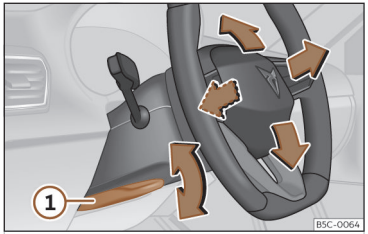

Fig. 86 Palanca en la parte inferior del lateral izquierdo de la columna de dirección.
- Tire de la palanca ››› **fig. 86 ①** hacia abajo, mueva el volante hasta la posición deseada y vuelva a subir la palanca hasta el punto de cierre.
- **Tras ajustar la columna de la dirección, empuje firmemente la palanca ››› fig. 86 ① hacia arriba para que el volante no cambie de posición accidentalmente durante la marcha.**